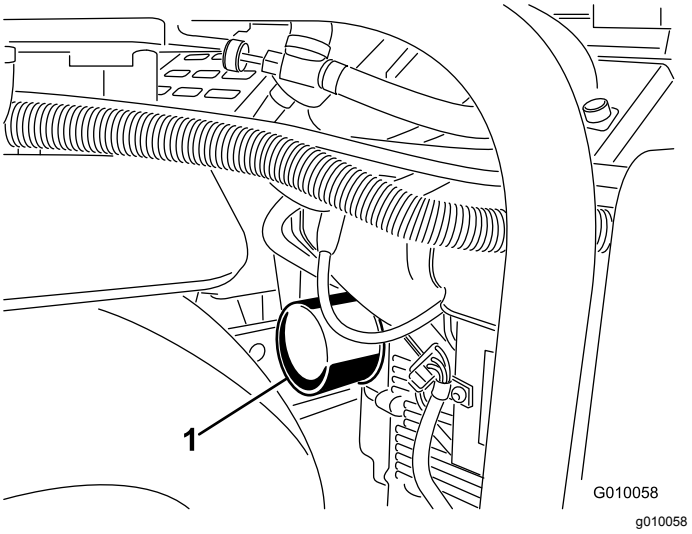
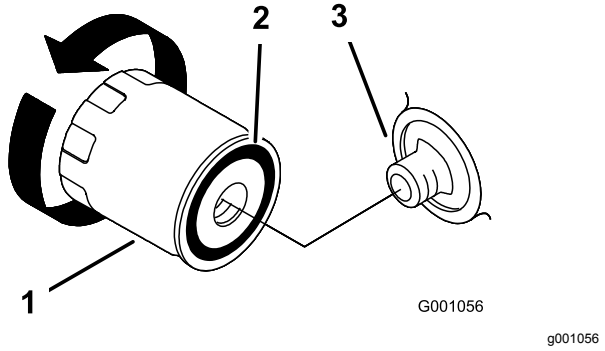

Figur 48
Figur 49
5. Plasser et grunt fat eller en fille under oljefilteret for å fange opp olje (Figur 48).
6. Fjern det brukte filteret (Figur 48 og Figur 49), og tørk av filteradapterens pakningsflate.